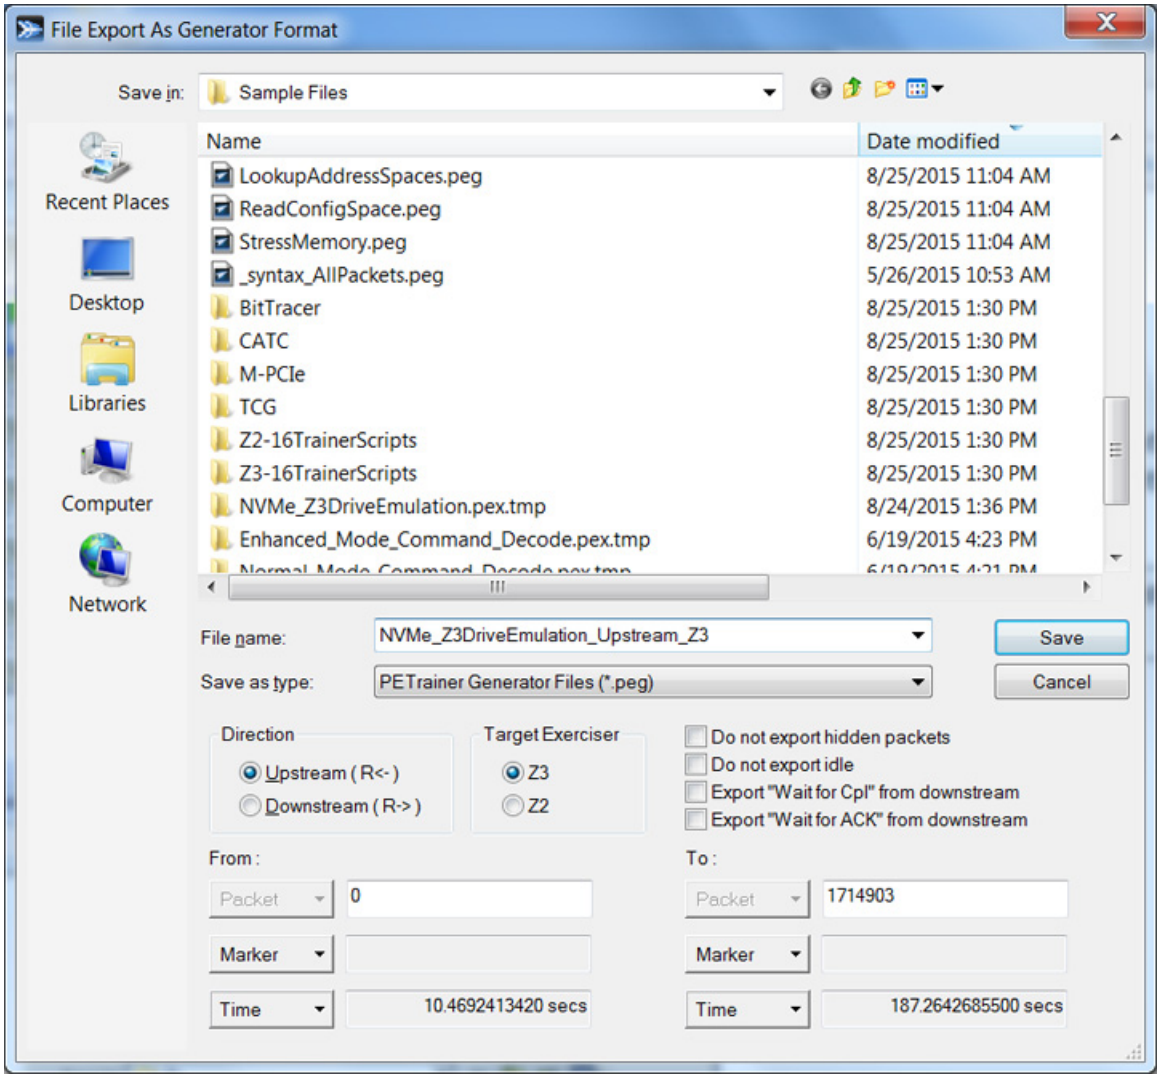

Figure 4.38: File Export As Generator Format Dialog.
3. Select the desired options from the File Export dialog box as shown below. See Figure 4.38 on page 208.